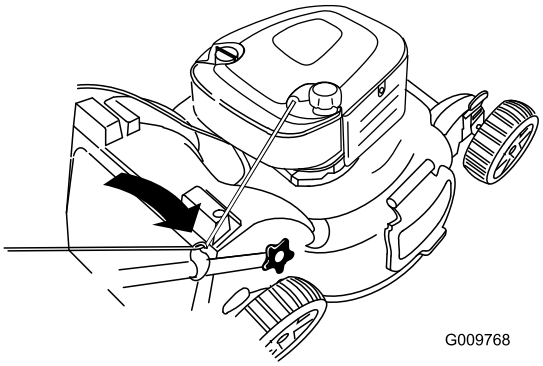

Bild 22
2. Verlegen Sie das Starterkabel um die untere Kabelführung (Bild 22).